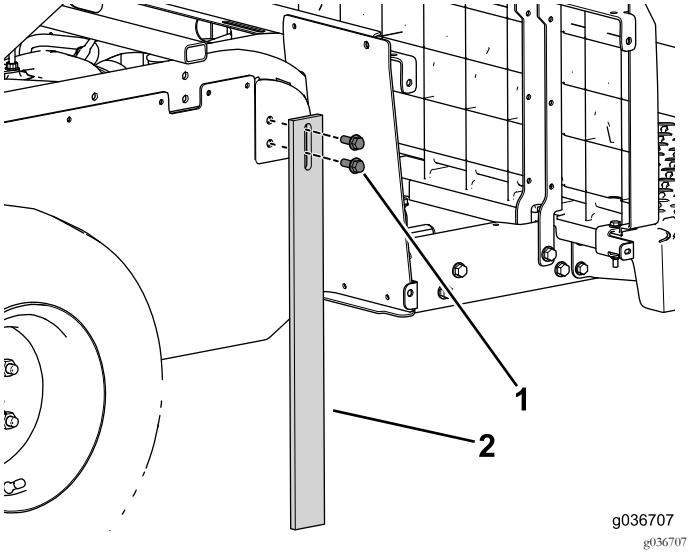

Figura 62
1. Montate il montante di supporto sulla macchina (Figura 62).